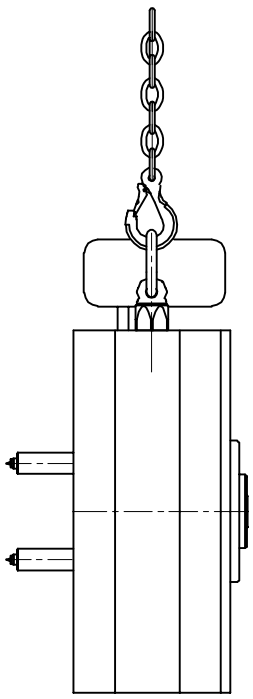

Figure 13: (z362-06) Lifting a load using one single attachment point (example: hot half in vertical position)
- Only for the transport of hot halves, nozzle sides or individual mould plates usually one single attachment point is sufficient (see Fig. 13) as the gravity centre usually coincides with the attachment point! In this case the lifting capacity is 100 %. (see Tab. 8)